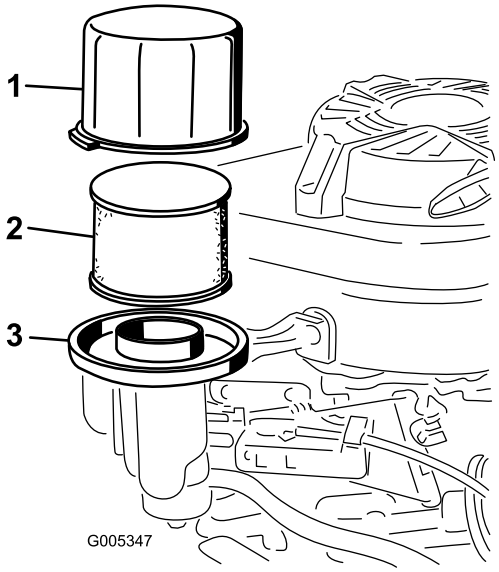

Figuur 20
3. Verwijder het luchtfilterdeksel en maak dit grondig schoon (Figuur 20).
4. Verwijder het schuimelement en het papieren luchtfilter van de basis van het luchtfilter (Figuur 20)